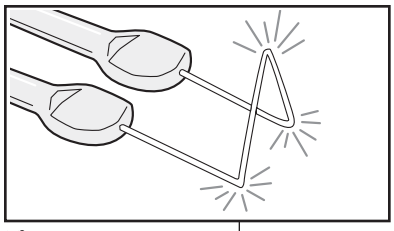

Figure 7a
b. Select the large filament and form a bent-up loop in the end (see **Fig. 7a**). Mount the filament in the filament holder and position it.